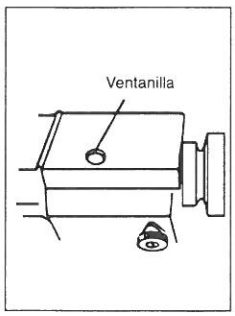

Fig. 11
b) Ponga la máquina en marcha intermitentemente a una velocidad de 3000 ppm durante 10 minutos. Durante la operación compruebe el movimiento del lubricante a través de la ventanilla colocada para dicho fin. (Ver fig. 11).